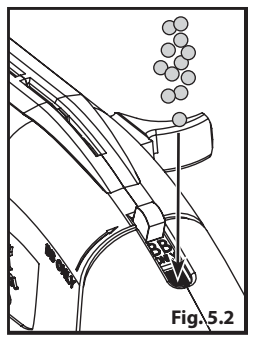

Fig. 5.2
- **e.** Pour no more than 200 BBs into the BB reservoir/Loading Port, through the BB LOAD position (Fig. 5.2)